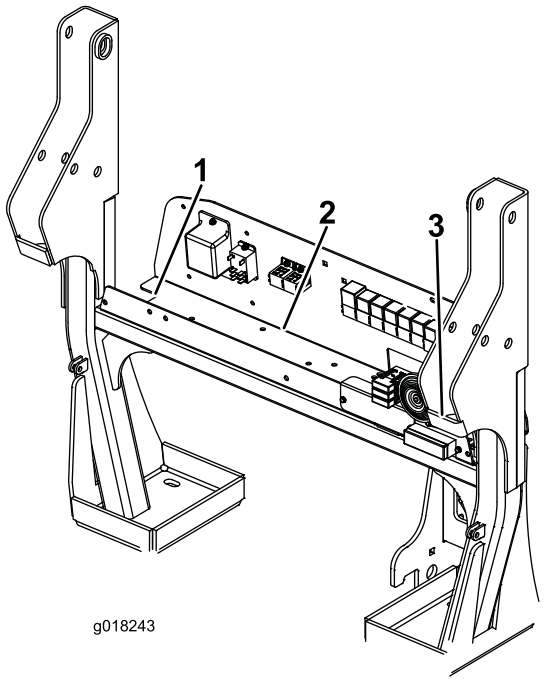
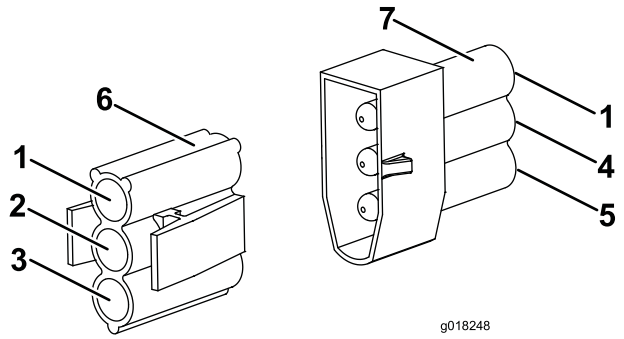

Figure 4
Figure 7
12. The cables must now be connected to the main wiring loom of the machine which is located on the electrical bulkhead (Figure 4). Connect the 4-pin L.H. rear light assembly wiring connector to the corresponding 4-pin electrical connector on the L.H. side of the main wiring loom. Connect the 4-pin R.H. rear light assembly wiring connector to the corresponding 4-pin electrical connector on the R.H. side of the main wiring loom. The 2-pin electrical connectors on the L.H. and R.H. rear light assembly is required for the number plate light. Only one of the 2-Pin electrical connectors are used.
5. Working on the electrical bulkhead, plug the 3-pin connector of the electrical pressure switch cable to the corresponding connector located on the main wiring loom of the machine (Figure 4 and Figure 7).